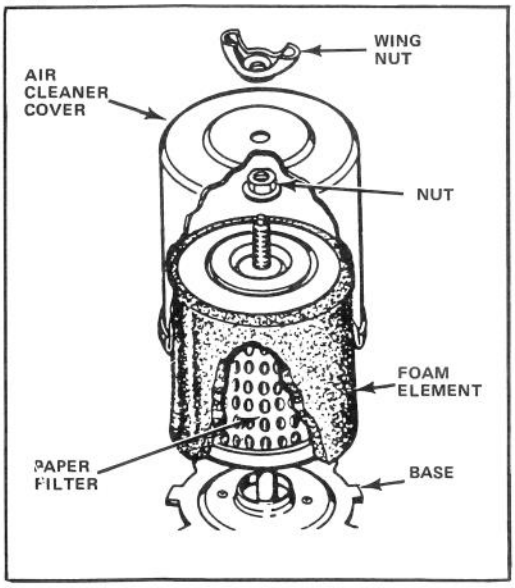

Figure 10
2. Unscrew wing nut and remove air cleaner cover. Slide foam element off paper cartridge (Fig. 10).